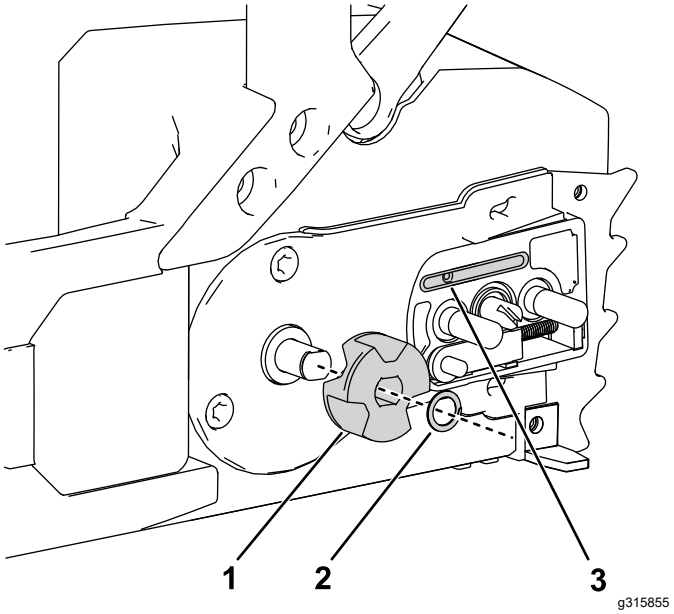

Figura 31
5. Retire el clip y el piñón de arrastre de la motosierra (Figura 31).
9. Compruebe que la salida de aceite (Figura 31) está libre de residuos; limpie la zona si es necesario.